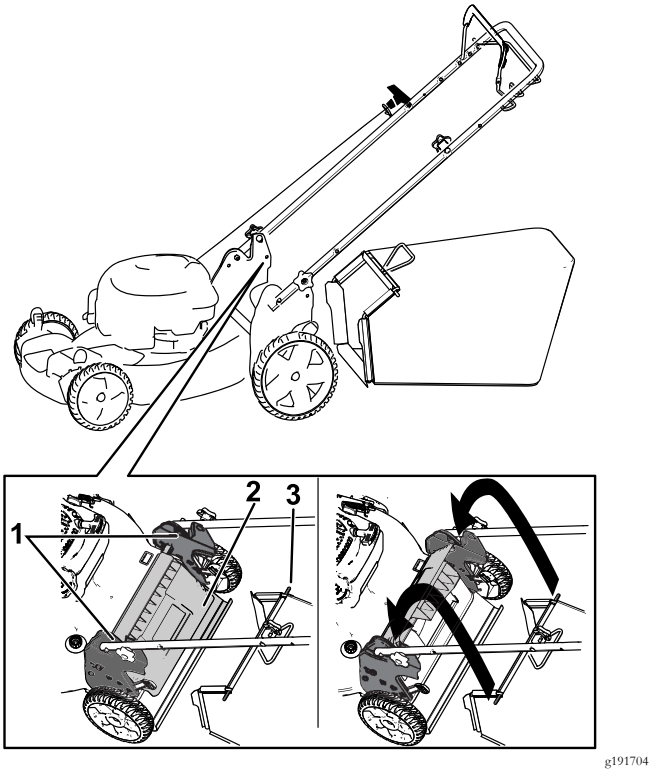

Figuur 20
1. Zet de achterklep omhoog en houd hem in deze positie (Figuur 20).
2. Plaats de grasvanger en zorg ervoor dat de pennen van de zak in de inkepingen op de handgreep rusten (Figuur 20).